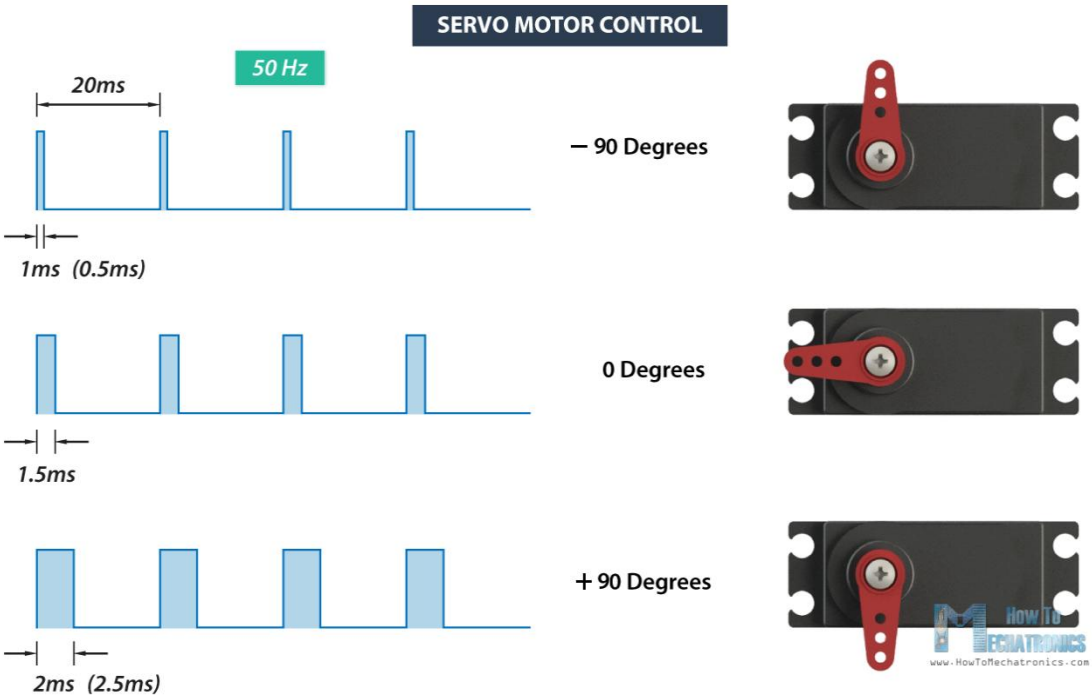

Figure 2. Servomotor PWM
14. Rerun the servomotor.py script. With the appropriate **`delta`** and **`bias`** parameters, use the UP and DOWN arrow keys on your keyboard to drive the servo the extreme positions. Note the maximum and minimum servo commands you can produce using the keyboard, as well as the value at which the servo stops moving. The **`servoCmd`** values between 0 and 1 should be able to drive the complete range of motion for the servo (±90 degrees in each direction if using the provided DMOND DCS16LP servo) as shown in Figure 2. Did the bias term affect the limits of the motor?